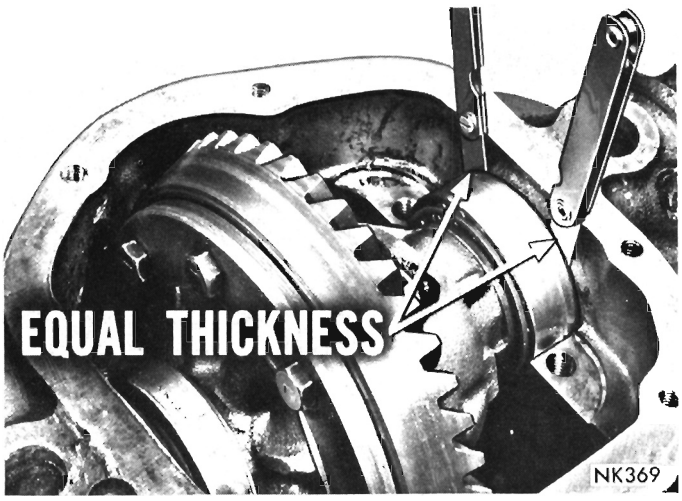
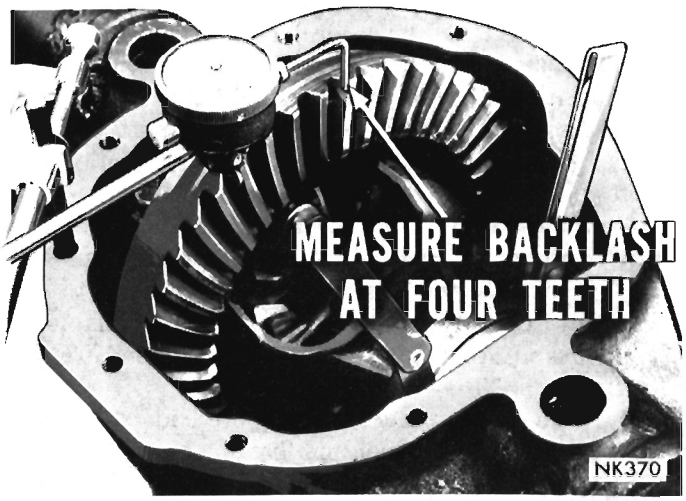

Fig. 23—Feeler Gauges Measuring Thickness
Fig. 24—Determining Minimum Backlash
(3) To measure, move differential to the left side or ring gear side of rear axle housing. Using two sets of feeler gauges, insert feeler gauges between the spacer and the right side of the axle housing above the center line of the case (Fig. 23). Insert the same thickness of feeler gauges between the spacer and the axle housing below center line of case. Increase thickness of gauges until heavy drag is felt.
(4) Rotate differential and ring gear assembly several times in both directions to seat bearings and cups and re-check feeler gauge drag.
(5) Install a spacer totaling the combined thickness of spacer and feeler gauge. This will provide zero end play.
(6) Measure drive gear backlash at 4 positions at approximately 90 degrees intervals (Fig. 24). Refer to "Differential Preload Spacer Chart" for selection of proper spacers to provide .004" to .007" backlash.
(7) Remove differential case and ring gear assembly from axle housing.
(8) With proper spacers selected for left and right sides of assembly as specified by "Differential Preload Spacer Chart", attach spreader Tool C-3721 with